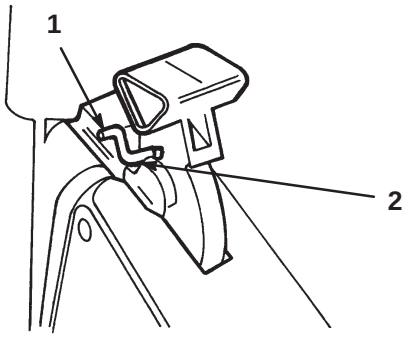

Abbildung 36
5. Den Griff nach hinten ziehen, bis die Griffklinke in der Kerbe in der Korbtürklinke einrastet (Abb. 36).
Hinweis: In Abbildung 36 wird der Bürstenschutz der besseren Übersichtlichkeit wegen nicht gezeigt.